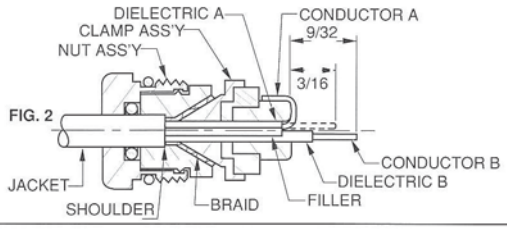

FIG. 2
2. Insert cable into nut ass'y butting jacket edge against internal shoulder. Remove tape and flare braid against nut ass'y internal taper. Slide clamp ass'y over dielectrics and fillers pressing firmly against flared braid as shown in Fig. 2.
3. Trim inner conductor A to 3/16 and fold back over clamp ass'y (Fig. 2). Trim inner conductor B to 9/32 (Fig. 2).